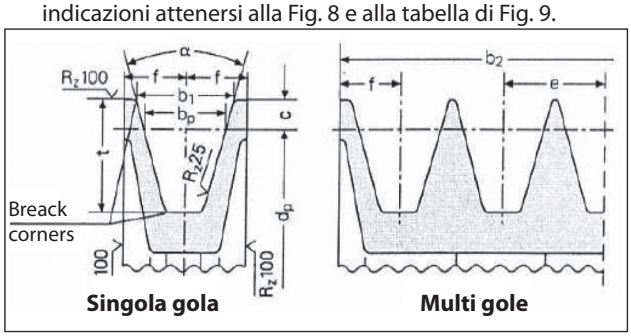

Fig. 8
a) Utilizzare pulegge per cinghie trapezoidali con le dimensioni della gola prescritte /consigliate dal costruttore della cinghia utilizzata. In mancanza di indicazioni attenersi alla Fig. 8 e alla tabella di Fig. 9.